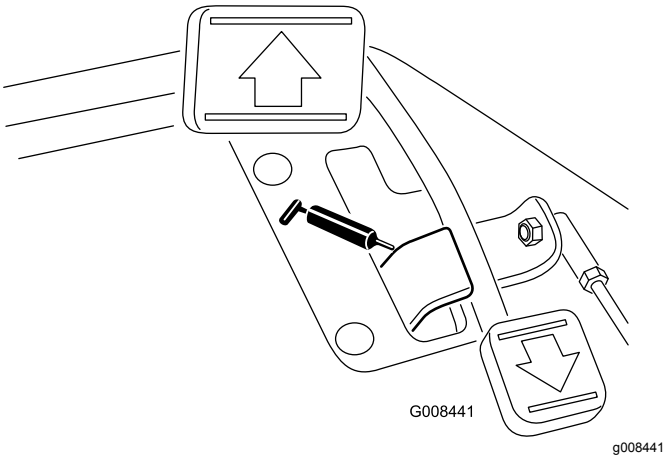

**Figur 31**
- Gaspedalens vridfäste (1) (Figur 31)